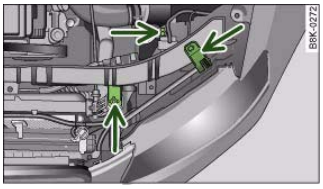

Fig. 259 Headlight unit: Attachment points are marked by arrows
– Slacken the two screws that secure the headlight to the lock carrier and the screw at the underside of the headlight (this screw is located between the cover and the rubber cap and should not be slackened more than ten turns) ⇒ *page 278,* fig. 259.